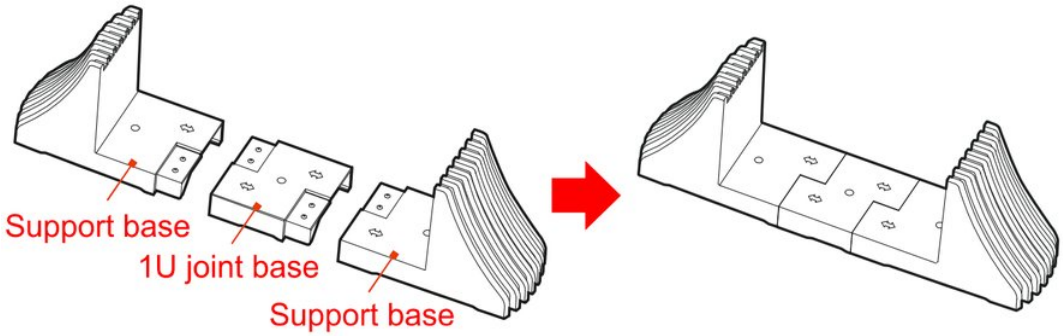

FIGURA 3-2 Assemblaggio della base
1. Prendere una coppia di basi di appoggio e una base di giunzione 1U e assemblarle, come mostra la Figura 3-2.